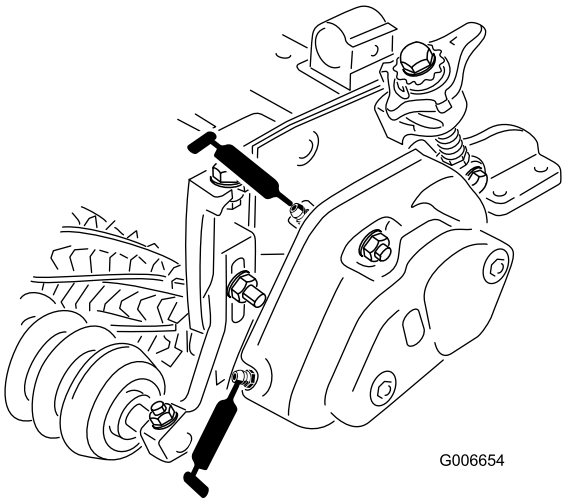

図 14
25. 各ベアリングハウジングにグリスを詰める図 14。内側シールとシールガードの間から余分なグリスが出てくる。
26. 各ベアリングにグリスを注入する注入は 23 回を限度とすること図 14。グリスが多すぎ